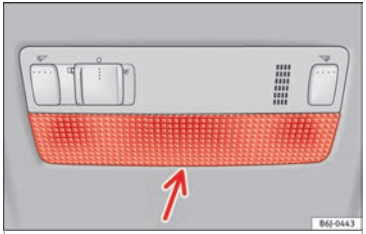

Fig. 204 Front reading light.
– Insert a fine screwdriver between the casing and the glass ››› **Fig. 204**.